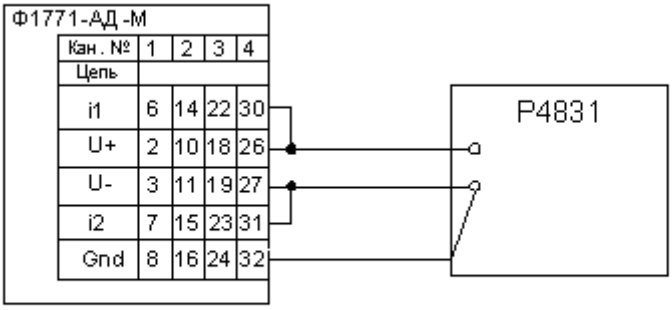
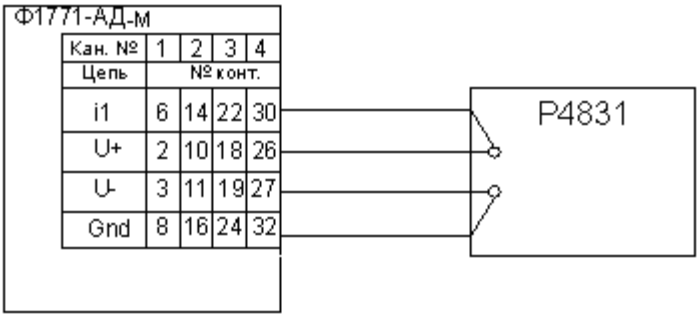

Рисунок 73 – Схема подключения входных каналов для сигналов ТС по 3-х проводной схеме
Рисунок 74 – Схема подключения входных каналов для сигналов ТС по 4-х проводной схеме и измерения сопротивления постоянному току
Примечания – для сигналов от ТС допускается проверка по одной из схем включения – 3-х проводной (рисунок 73) или 4-х проводной (рисунок 74), при этом должна быть проведена настройка для соответствующей схемы включения. Для сигналов от ТП результаты измерений должны быть больше значения проверяемой точки на температуру свободных концов ТП, которая определяется в режиме “Настройка”.
1) Поверку проводить для всех типов ТС, на каналах, подключаемых (в зависимости от использования при эксплуатации) по одной из схем включения – 3-х проводной (рисунок 73) или 4-х проводной (рисунок 74), при этом настройка должна выполняться для соответствующей схемы включения.